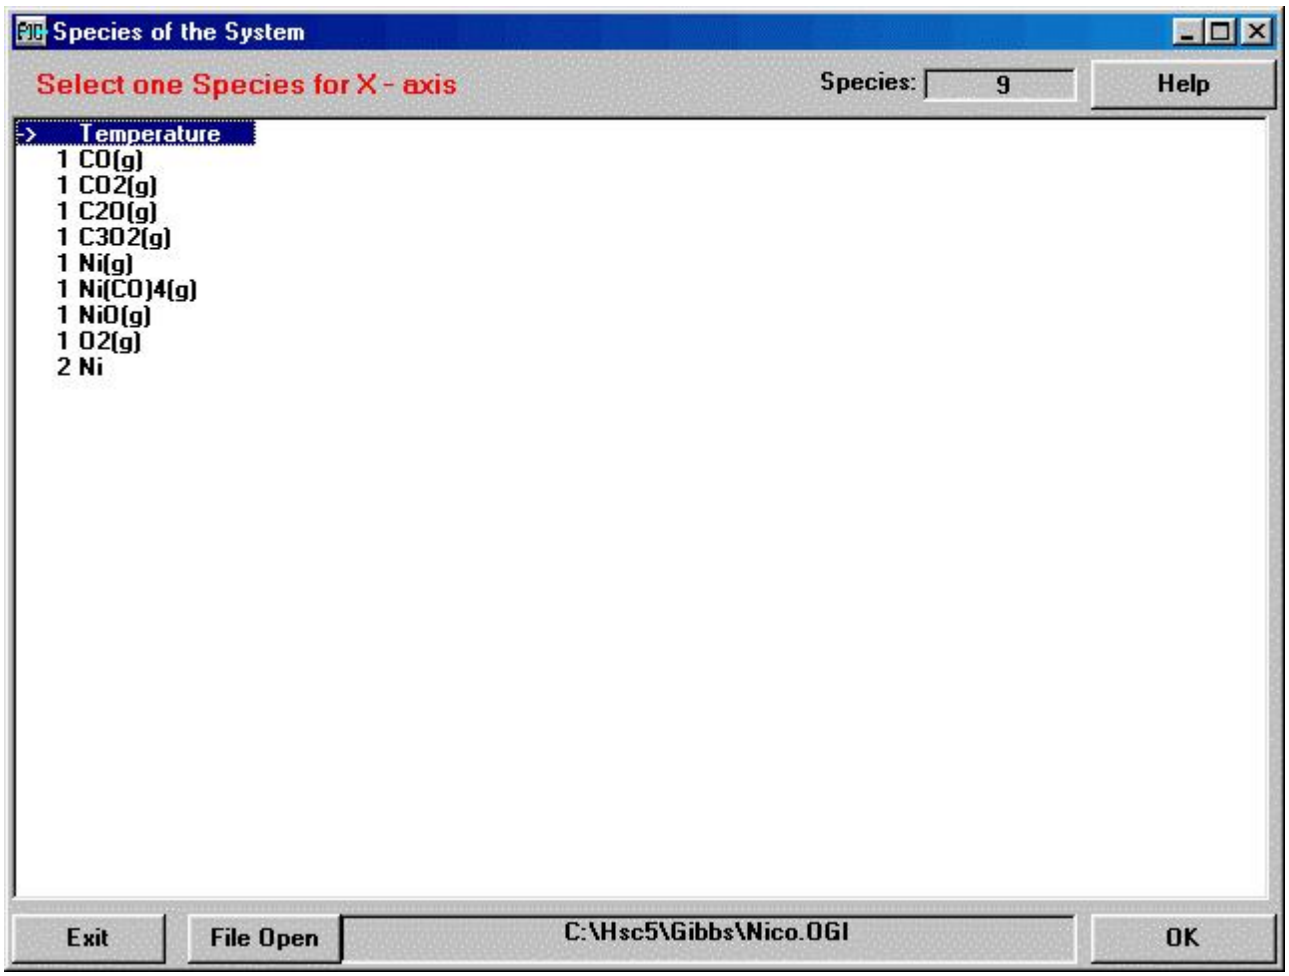

Fig. 8. Selecting the x-axis for an Equilibrium Diagram.
1. Select the .OGI file for diagram by pressing **File Open** if not yet selected, see Fig. 8. This file contains the results of the equilibrium program.
2. Select the species or temperature for the **x-axis** by clicking the desired item in the list box using the mouse. The program shows the recommended selection with an arrow, which is the variable used in the calculations, see Fig. 8.
12. Press **Exit** to return the Species window, Fig. 8, or to exit the PIC program.